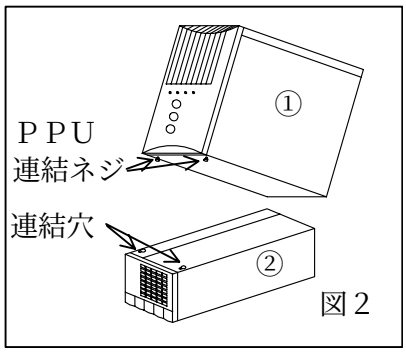
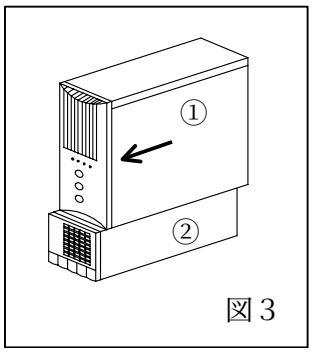

図２
図３
３．ＰＰＵ①底面前方にあるネジ穴に付属のＰＰＵ連結ネジを取り付け、ＢＵ②の上部前方にある連結穴（だるま穴）に合わせ差し込み、ＰＰＵ①を前方にスライドさせます。(図２､図３)